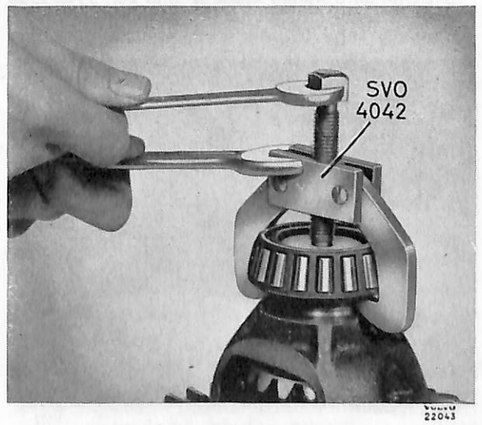

Bild 14. Demont. av differentialhuslager.
3. Drag vid behov av differentialhuslagren (33). Använd avdragare SVO 4042, se bild 14.